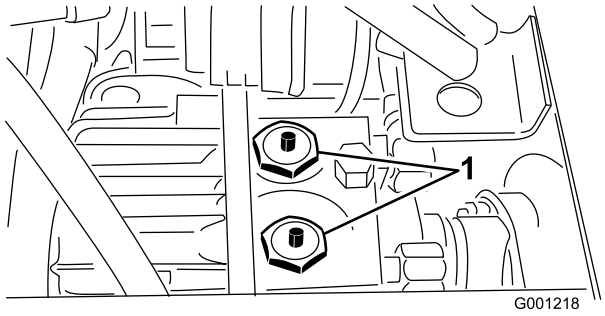

Figur 33
2. Trykk og hold inne pinnene midt i de to kontrollventilene øverst i drivverket (Figur 33) når maskinen skyves eller taues. Figur 33 vises når sete og setemonteringsplate er fjernet.